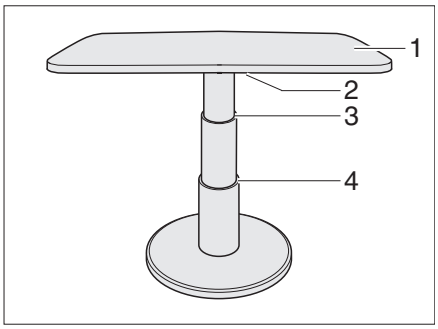

Fig. 57 Lift-off table for the round seating group
- Swivel the catch lever (Fig. 57,2) to the left. The lock is open.
- Press the table-top (Fig. 57,1) in the middle downwards to the desired stop limit (Fig. 57,3 or 4) and hold it down.